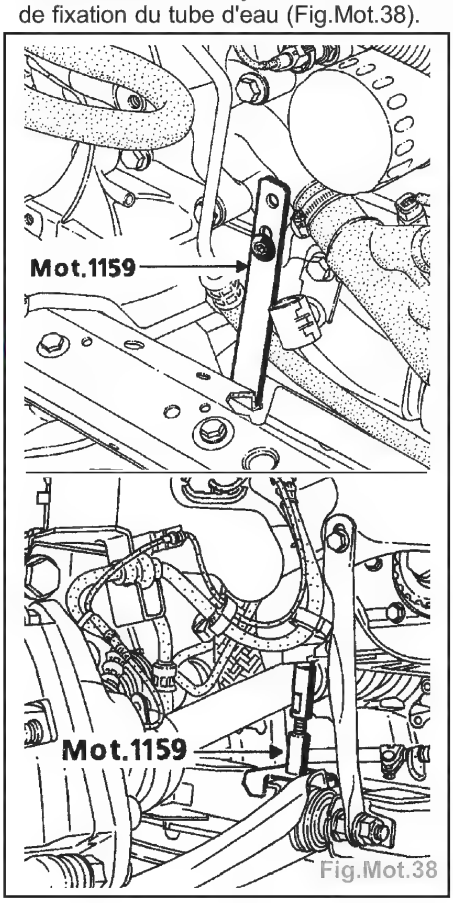

Fig.Mot.38
- Mettre en place le **Mot. 1159** entre le berceau et le carter-cylindres et sur la vis de fixation du tube d'eau (Fig.Mot.38).